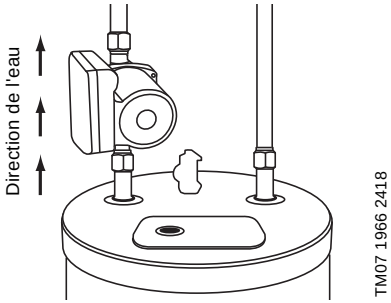

Fig. 2 Installation du circulateur sur la sortie du chauffe-eau
4. Installer le circulateur sur la sortie du chauffe-eau, en utilisant le raccord femelle 3/4 po et le joint fourni sur le circulateur. Vérifier que l'arbre du circulateur est horizontal. Installer le circulateur de manière à ce qu'il pompe depuis le chauffe-eau vers l'habitation. Se référer à la flèche sur le côté du corps du circulateur. S'assurer que le circulateur ne touche pas le conduit d'évacuation (cheminée) du chauffe-eau alimenté au gaz ou au mazout.chauffe-eau. Voir fig. 2.